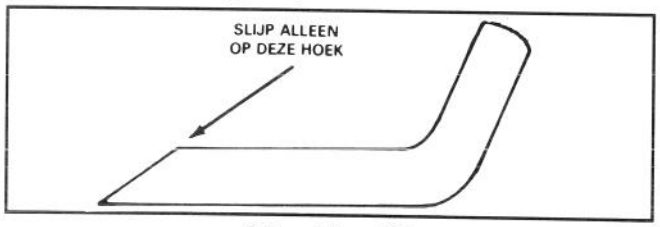

Afbeelding 26
6. SLIJPEN VAN HET MES—Slijp de bovenkant van het mes (zijde gericht naar bovenkant maaikast) met een vijl en behoud de oorspronkelijke snijhoek (Afb. 26). Het mes blijft in evenwicht, wanneer van beide snijkanten evenveel wordt weggeslepen.